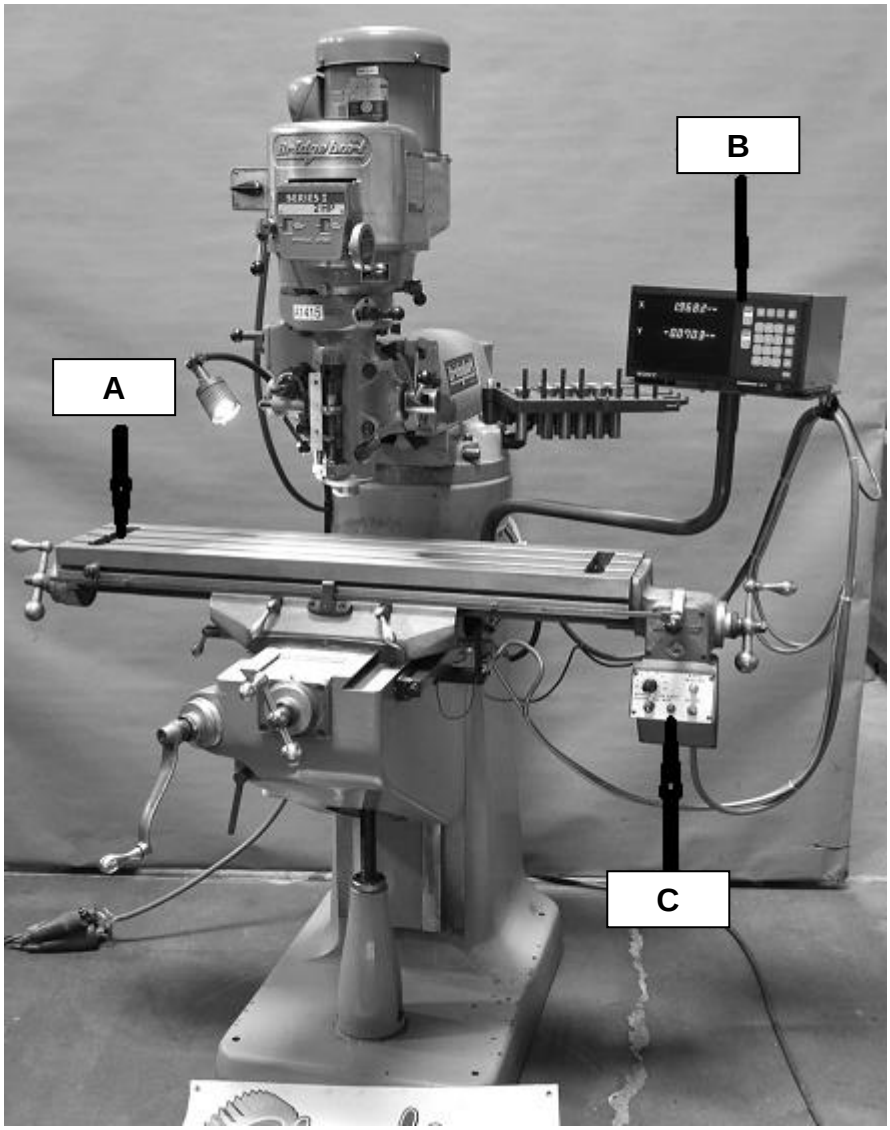

FIGUUR 3
4.3 FIGUUR 3 toon 'n baie belangrike masjien in die vervaardigingsbedryf.
4.3.1 Identifiseer die masjien in FIGUUR 3. (1)